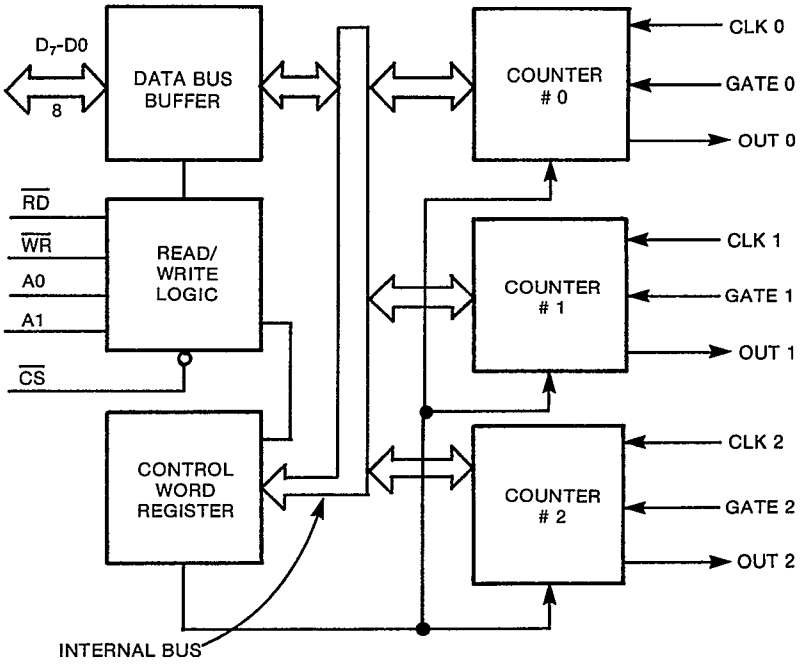

Figure 2-12, 8253 (Z9) block diagram
2.5.2.3 Timers. Time delays are accomplished through the use of the 8253 (Z9). (See Figure 2-12.) This device is a programmable timer/ counter organized as three independent 16-bit counters, each with a count rate of up to 2 MHz. The CLK input to this unit is derived from the timer output of the 8156 (Z7). This allows the 8156 to divide, under software control, its input clock down to drive the 8253.